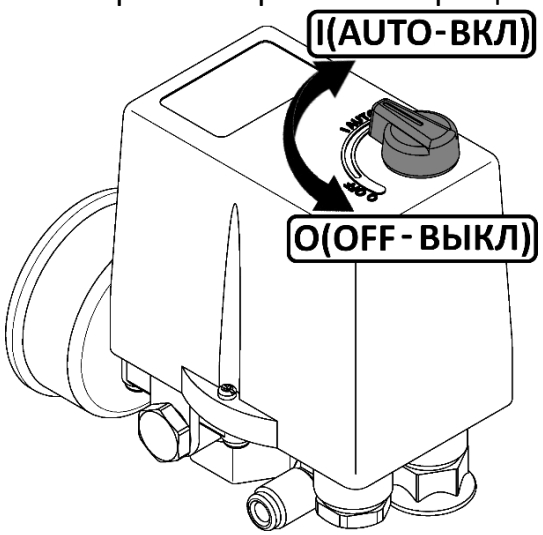

Рисунок 5
- Проверьте, чтобы выключатель на реле давления находился в выключенном положении "**O**" (рисунок 5).